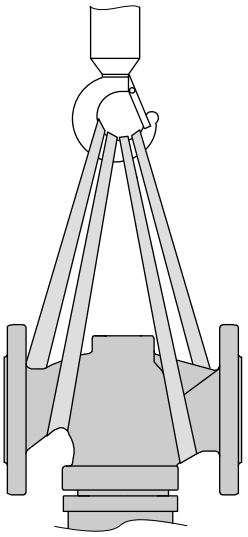

Fig. 8: *Punti di sollevamento nel regolatore, rappresentazione schematica*
⇨ Come mezzo utilizzare un gancio con chiusura di sicurezza, si impedisce così che le imbracature scivolino dal gancio durante il sollevamento e il trasporto, vedi Fig. 8.
1. Attaccare una braca di sollevamento alle flange dell'alloggiamento e al mezzo portante (ad es. gancio) della gru o del carrello elevatore, vedi Fig. 8.